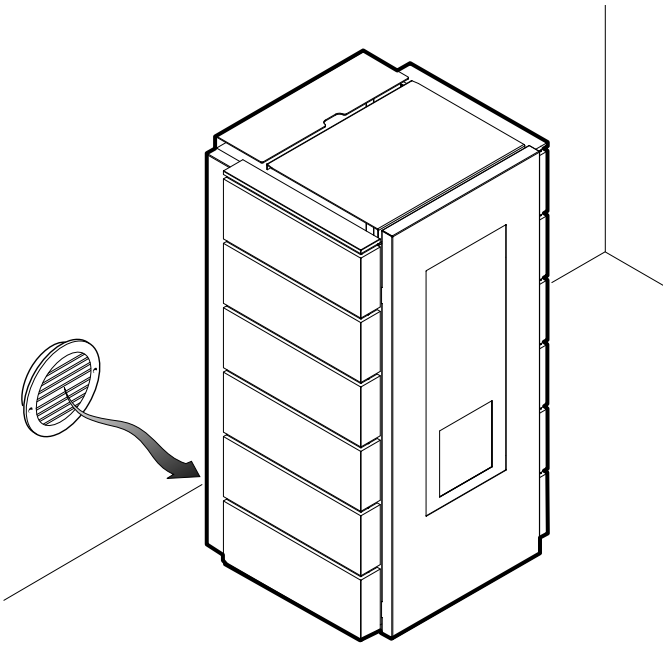

Fig. 6.1.1
- La **PRESA D'ARIA ESTERNA** è indispensabile per assicurare un adeguato afflusso di **ARIA di COMBUSTIONE**, soprattutto se vi sono serramenti con vetri doppi e guarnizioni. Praticare un foro su una parete che dà all'esterno. Il foro dovrà essere fatto possibilmente dietro o a lato dell'apparecchiatura e dovrà essere dotato di griglia anti-insetto(fig. 6.1.1).
- The **EXTERNAL AIR INTAKE** is essential to ensure an appropriate flow of **COMBUSTION AIR** especially if there are windows with double glazing and seals. Drill a hole on one of the outside walls. If possible, the hole should be behind or to the side of the appliance and should be fitted with an anti-insect grille (fig. 6.1.1).
- Die **LÜFTUNGSÖFFNUNG** ist unerlässlich, um eine angemessene Zufuhr von **VERBRENNUNGSLUFT** zu sichern. Dies gilt vor allem bei Vorhandensein von Doppelfenstern und Abdichtungen. Stellen Sie an einer Außenwand eine Öffnung mit einem Durchmesser her. Die Öffnung muss sich möglichst hinter oder seitlich des Gerätes befinden und mit einem Insektenschutzgitter versehen werden (Abb. 6.1.1).